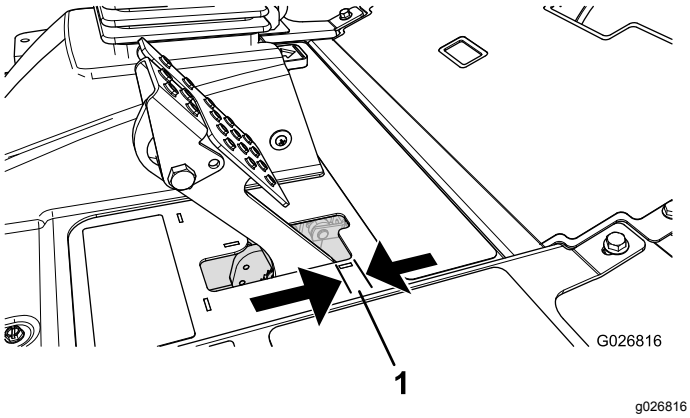

Figur 65
Justera bromsarna om bromspedalen har mer än 2,5 cm fritt spel (Figur 65) eller om större fasthållningskraft krävs. Det fria spelet är det avstånd bromspedalen förflyttar sig innan bromsmotståndet känns av.
2. Dra åt den bakre muttern så att kabeln förs bakåt tills bromspedalerna har ett spel (Figur 65) på 0,63–1,27 cm innan hjulen låses.